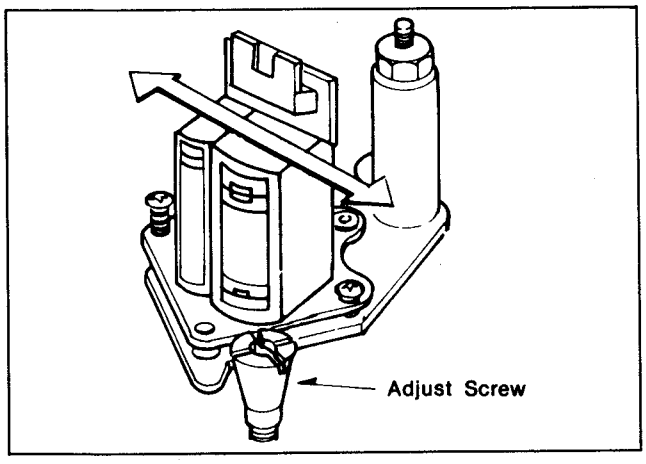

Figure M20
4. Adjust A/C head horizontal position screw so that the phase of Audio drop out and RF envelope drop out becomes almost the same. (Figures M20 and M21)
4. Adjust the adjust screw so that the RF envelope output level becomes maximum at the detent position. (Figure M20)